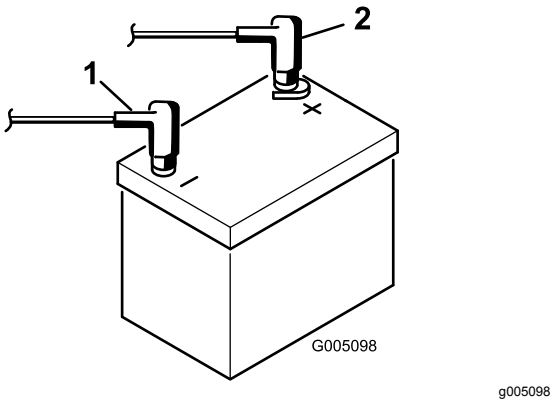

Figur 7
9. Anslut den röda pluskabeln till plusanslutningen (+) och den svarta minuskabeln till minusanslutningen (–) på batteriet, och fäst kablarna med bultar och muttrar (Figur 7). Förhindra eventuell kortslutning genom att trä gummiskon över plusanslutningen.